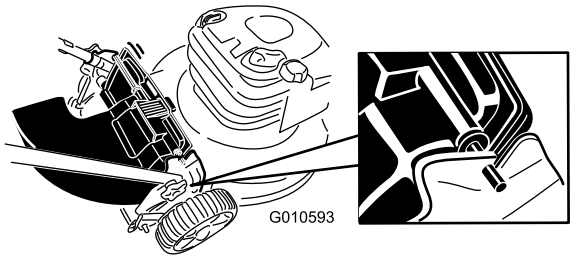

Figuur 17
4. Steek de stang op de afvoergeleider in de inkepingen op de machine (Figuur 17).